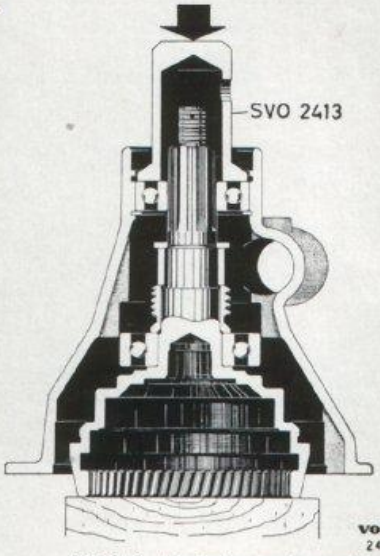

Bild 3-48. Montering av utg. axel
1. Sätt i främre låsringen för lagret (26) i bakre hushalvan. Pressa i lagret med dorn SVO 2413.
2. Pressa stödlagret (31) för växellådans huvudaxel i utgående axeln (23) med dorn SVO 2417. Pressa lagret på utgående axeln med dorn SVO 2412.
3. Stöd under utgående axeln med en träklots. Sätt på hastighetsmätarhjul (29), distanshylsa (28) och tryckbricka (27). Pressa på bakre hushalvan med dorn SVO 2413, se bild 3-48. Sätt i låsringen för bakre lagret. Pressa i tätningsringen (25) med dorn SVO 2422. Pressa på medbringaren (24) med en lämplig hylsa eller med pressverktyg SVO 2421. Montera bricka och mutter. Drag och lås muttern.